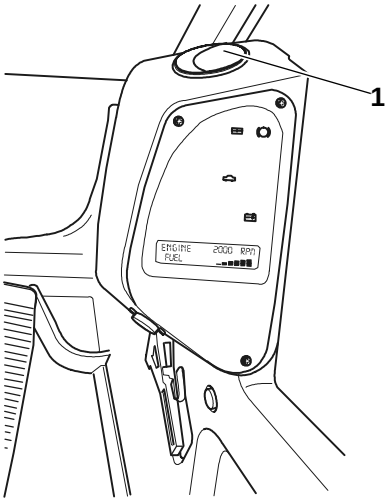
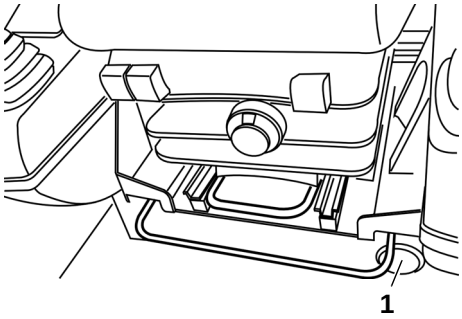

Afb.10 Display-paneel
Afb.11 Onder de stoel
– Richt de bovenste blaasmond (afb.10) naar het raam en sluit de blaasmond onder de stoel van de machinist (afb.11).